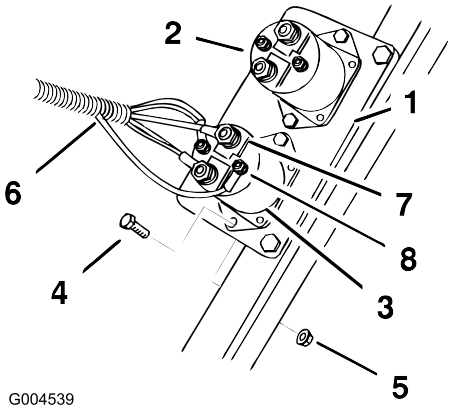

Figur 7
2. Monter solenoiden på den eksisterende plade med to bolte (#10 x 3/4 tomme) og to møtrikker (#10) som vist i Figur 7.